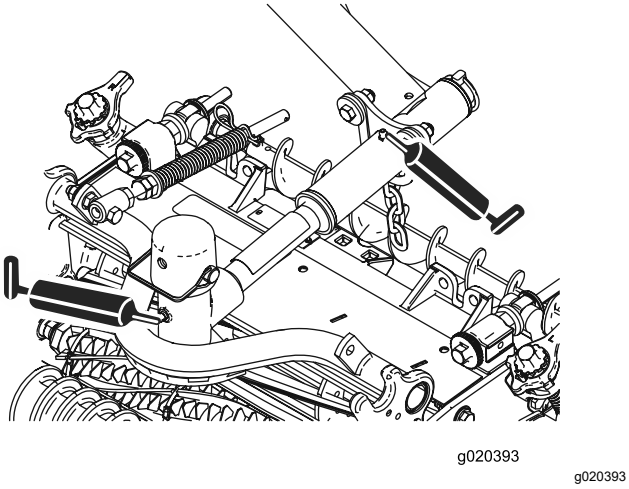

Figur 51
- Klippenhetens svängtappar (2 av varje), se Figur 51.